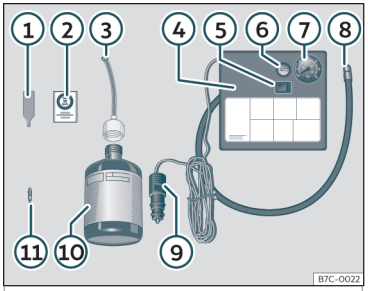

Fig. 34 Standard representation: anti-puncture kit contents.
The anti-puncture kit is located underneath the floor covering in the luggage compartment. It includes the following components ››› **Fig. 34**:
- Unscrew the tyre valve cap and insert. Use the››› **Fig. 34** ① tool to remove the insert. Place it on a clean surface.
- Shake the tyre sealant bottle vigorously ››› **Fig. 34** ⑩.
- Screw the inflator tube››› **Fig. 34** ③ into the sealant bottle. The bottle's seal will break automatically.
- Remove the lid from the filling tube ››› **Fig. 34** ③ and screw the open end of the tube into the tyre valve.
- Place the insert back into the tyre valve using the tool››› **Fig. 34** ①.
- Screw the compressor tyre inflator tube ››› **Fig. 34** ⑧ into the tyre valve.
- Check that the air bleed screw is closed ››› **Fig. 34** ⑥.
- Insert the connector››› **Fig. 34** ⑨ into the vehicle's 12-volt socket››› **page 141**.
- Turn the air compressor on with the ON/OFF switch››› **Fig. 34** ⑤.
- Attach the sticker››› **Fig. 34** ② to the instrument cluster, within the driver's visual field.
Screw the inflator tube››› **Fig. 34** ⑤ again and check the pressure on the gauge ⑥.